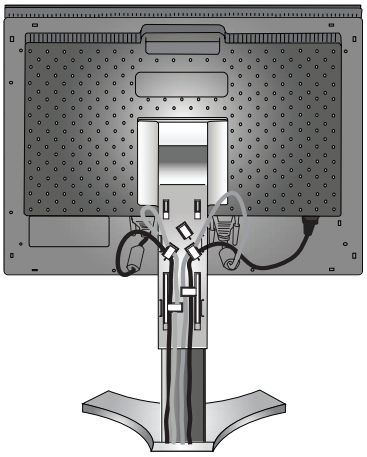

Figure C.3
Placez le câble DVI et le câble mini-connecteur D-SUB à 15 broches vers DVI-A dans les crochets comme indiqué (**Figure C.3**).
6. Assurez-vous que tous les câbles sont bien fixés contre le support (**Figure C.3**).